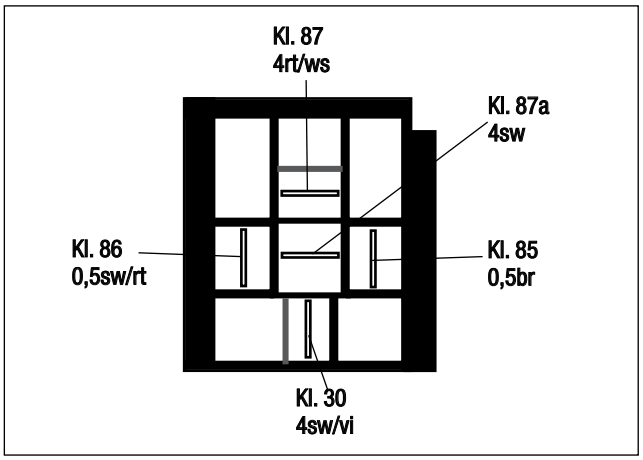

Abb. 15 Ansicht von der Kabeleintrittsseite
Das Kabel 0,5 mm² sw/rt des Hauptkabelbaumes entsprechend der Abbildung in den Relaissockel an Klemme 1 (86) und das Kabel 0,5 mm² br an Klemme 2 (85) einrasten. (siehe Abb. 15)